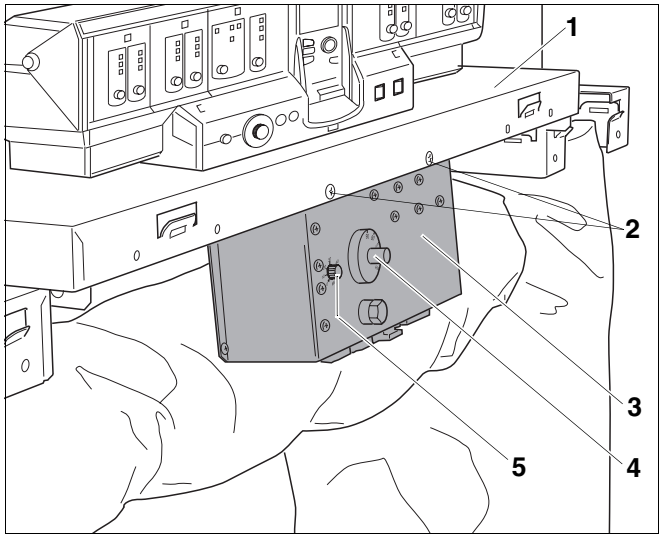

Afb. 63 Bijkomend regeltoestel HT3101E
- Bevestig het bijkomend regeltoestel (afb. 63, **pos. 3**) aan de voorzijde van de voorste ketelafdekkap (afb. 63, **pos. 1**) met twee schroeven met vlakke kop 3,9 × 9,5 (afb. 63, **pos. 2**) en tandschijven voor aarding.
- Stel de temperatuurregelaar (afb. 63, **pos. 4**) in op de gewenste temperatuur.
- Tijd instellen (afb. 63, **pos. 5**), na dewelke de ringsmoorklep van het 2e ketelblok sluit, nadat het ketelblok werd uitgeschakeld (richtwaarde 30 minuten).